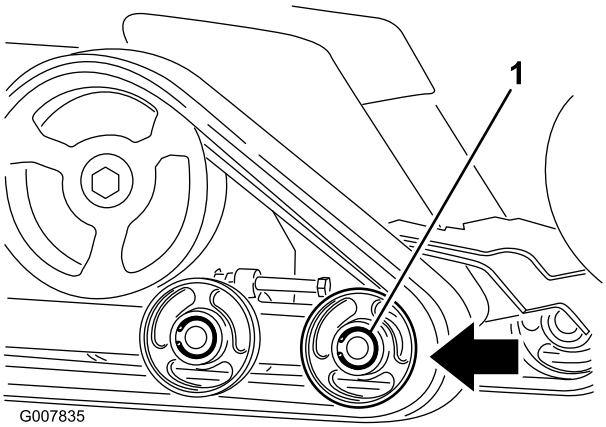

Rysunek 49
6. Popchnij przednie koło jezdne do tyłu maksymalnie do oporu (Rysunek 49).
8. Po zdjęciu gąsienicy z koła jezdnego, zdejmij ją z maszyny (Rysunek 49).
9. Rozpoczynając od napędowego koła łańcuchowego, nawiń nową gąsienicę wokół koła łańcuchowego, upewniając się, że kołnierze gąsienicy dopasowały się między przekładki koła łańcuchowego (Rysunek 49).
10. Wepchnij gąsienicę pod i pomiędzy tylne i środkowe koła jezdne (Rysunek 49).